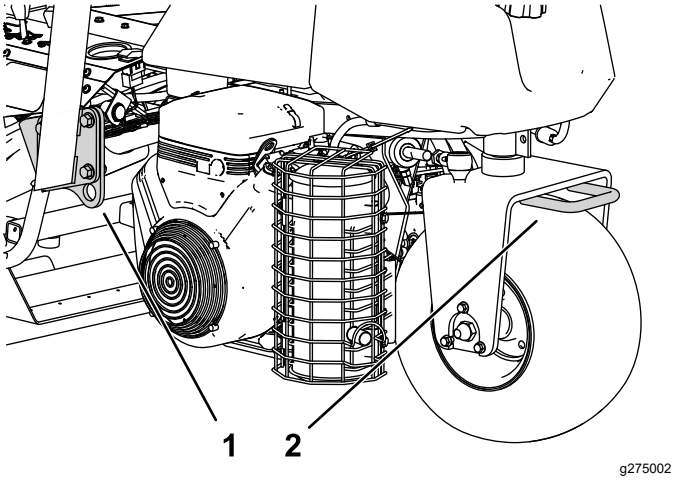

Figur 25
- Fastgør maskinen med stropper, kæder, kabler eller reb. Både den forreste og bageste strop bør føres ned og udad fra maskinen (Figur 25).